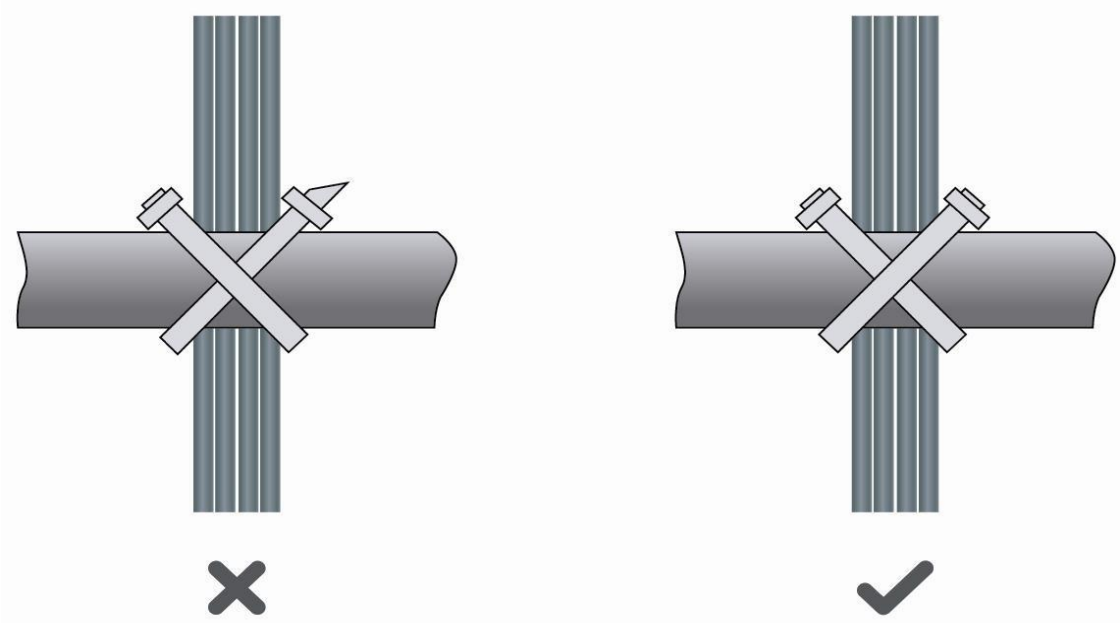

Рисунок 9-2. Стяжка проводов (2)
- После стяжки кабелей отрежьте оставшуюся часть хомута. Срез должен быть гладким, без острых углов (Рисунок 9-2).